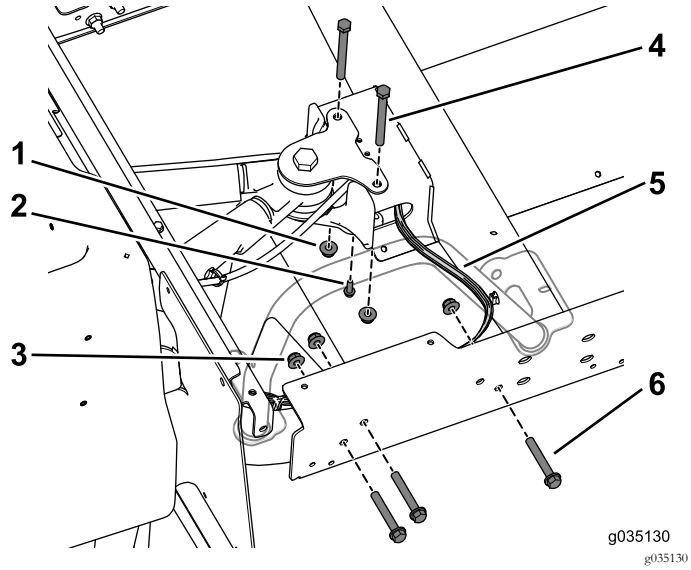

Figur 76
8. Bruk de tre boltene (3/8 x 2-1/2 tomme) og flensmutrene til å montere forlengelsesskinnen løst til den bakre rammen (Figur 76). Gjør dette på begge sider av maskinen.
Merk: Påse at ledningssatsen kommer ut av midtkanalen på den høyre siden (Figur 76).
9. Bruk den selvgjengende skruen (1/4 x 3/4 tomme) på bremseslangens T-stykke for midtkanalen (Figur 76).
10. Bruk de to boltene (3/8 x 3 3/4 tomme) og flensmutrene til å montere midtkanalen løst til det bakre festet (Figur 76).